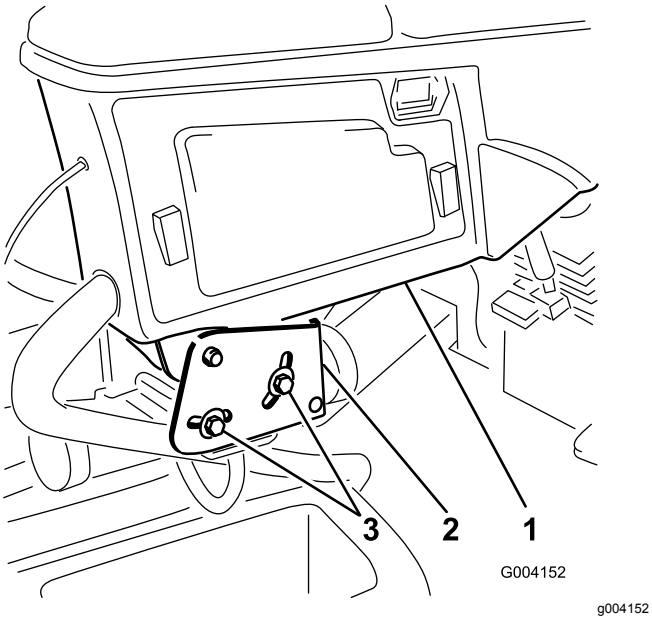

Рисунок 3
1. Ослабьте два болта крепления рычага управления к крепежному кронштейну (Рисунок 3).